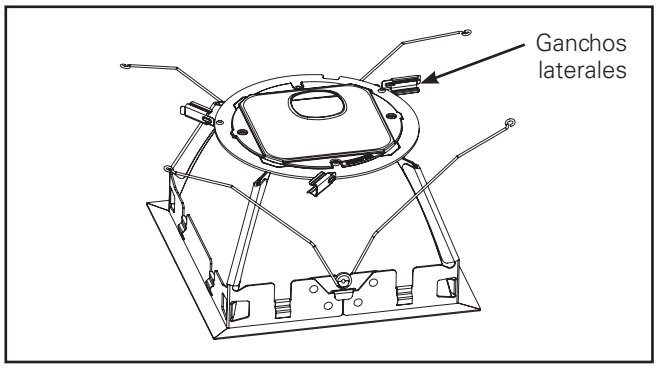

Figura 4.
3. Retire la unidad de la moldura del embalaje protector y gire los ganchos laterales (3) hacia afuera. (Figura 4.).